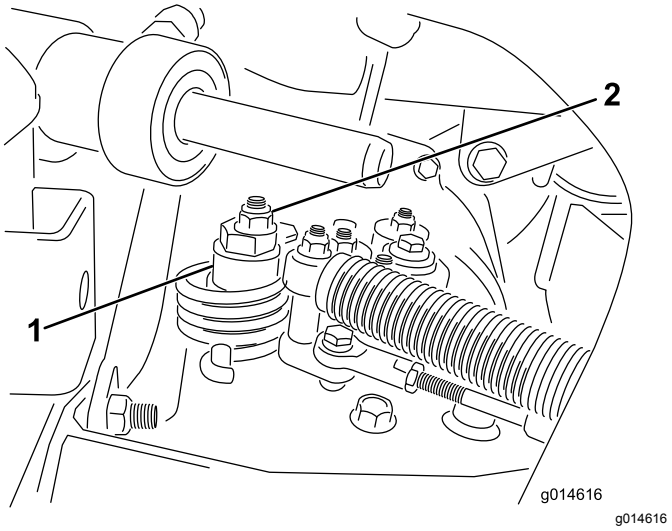

Figuur 53
A. Draai de moer los waarmee de excentriek is bevestigd aan de bovenkant van de hydrostaat (Figuur 53).
C. Draai aan de excentriek totdat de machine niet meer naar voren of naar achteren kruipt. Als het wielen niet meer draaien, zet u de moer vast waarmee de excentriek en de afstelling worden geborgd (Figuur 53). Controleer de afstelling met de gashendel op LANGZAAM en SNEL.